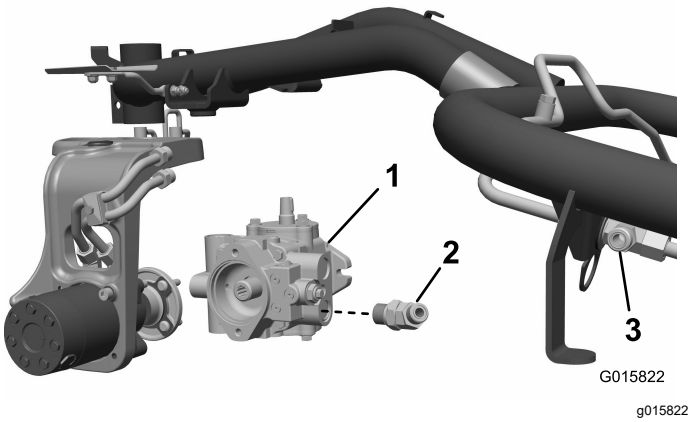

Figur 9
1. Koble den nedre hydraulikkpumpeslangen fra pumpen og fra det øvre T-stykket på skilleveggen til de fremre motorene. Kast denne slangen (Figur 9).
La koblingen være løs, og rettet opp og utover (Figur 9).